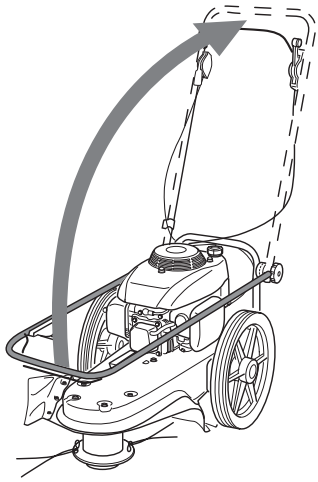

Рис. 4 Установка рабочей рукоятки
4. Ослабьте затяжку гаек крепления рабочей рукоятки и поднимите рукоятку в рабочее положение (Рис. 4).